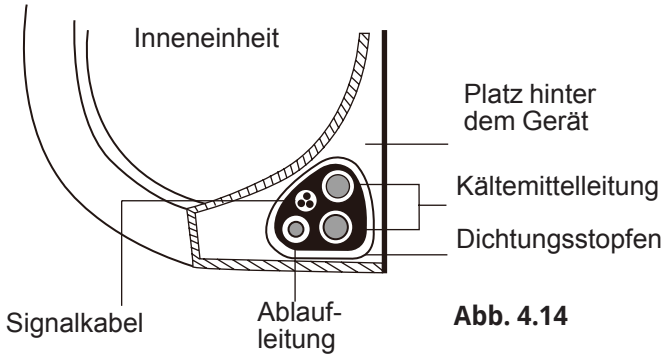

Abb. 4.14
3. Verwenden Sie ein Isolierband, bündeln Sie das Signalkabel, die Kühlmittelleitungen und die Abflussleitung fest miteinander. Vergewissern Sie sich, dass alle Kabel gemäß Abb. 4.14 gebündelt sind